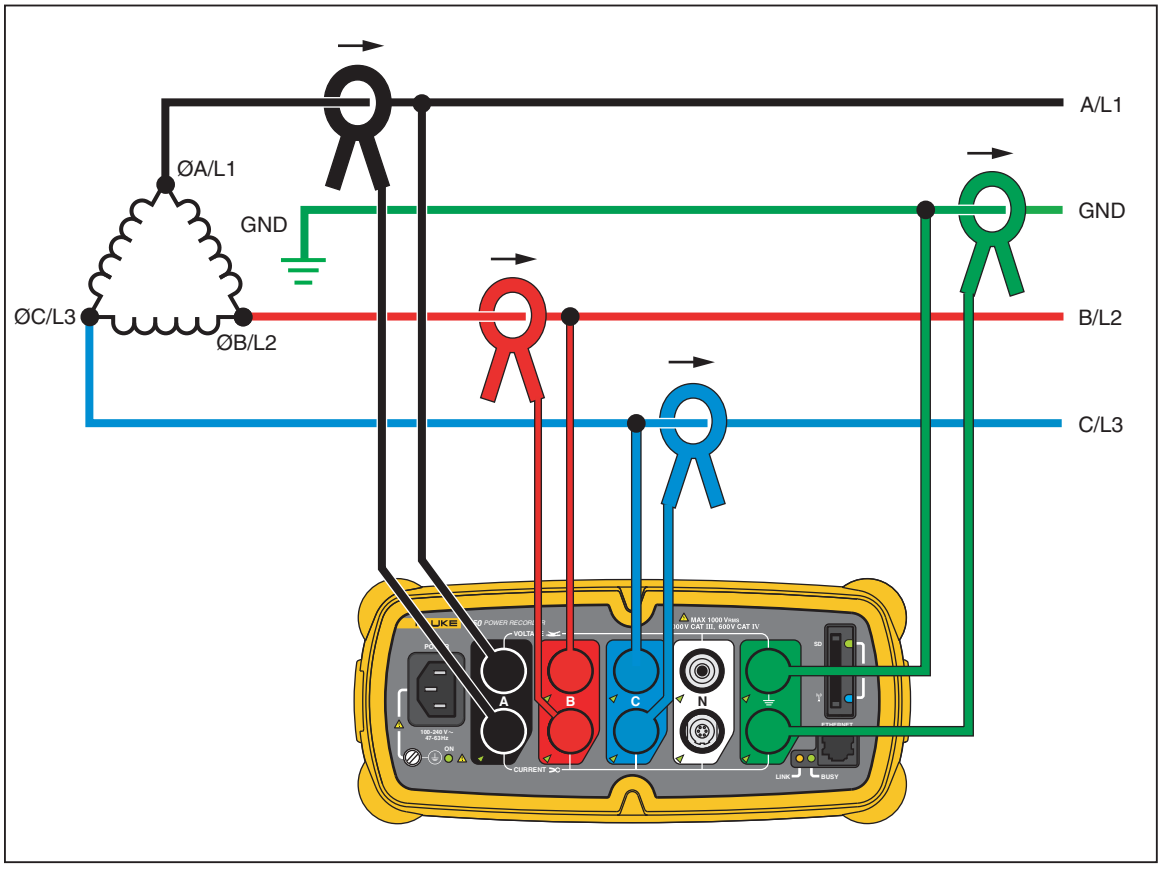

Figure 8. Three-Phase Delta
- Three-Phase Delta (Figure 8)